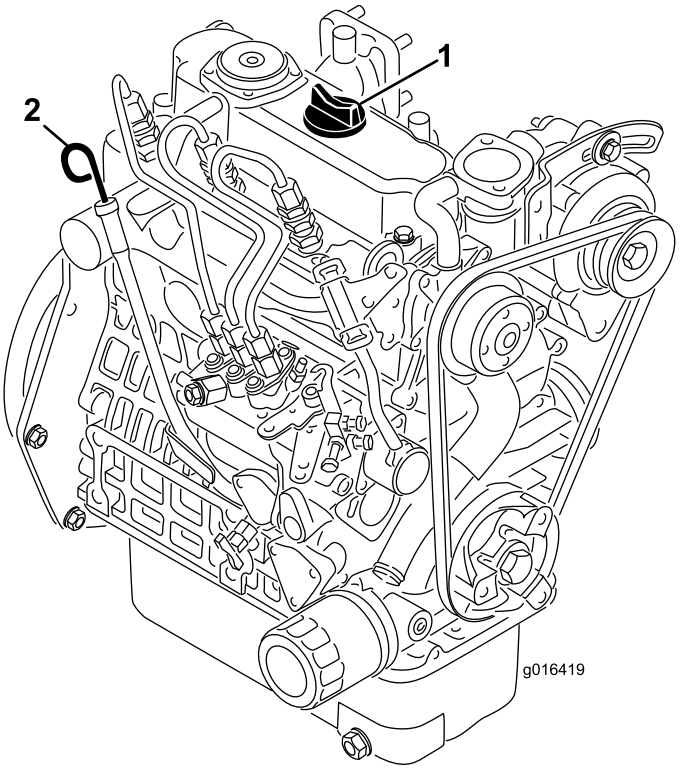

Figur 22
2. Ta ut oljestickan och torka av den med en ren trasa (Figur 22). Sätt ner oljestickan i röret och se till att den sitter fast ordentligt. Avlägsna oljestickan från röret och kontrollera oljenivån. Om oljenivån är låg, tar du av påfyllningslocket från ventilhuset och häller **sakta** på tillräckligt med olja tills nivån når upp till markeringen ”Full” på oljestickan. Fyll sakta på oljan och kontrollera nivån med jämna mellanrum. **Fyll inte på för mycket.**